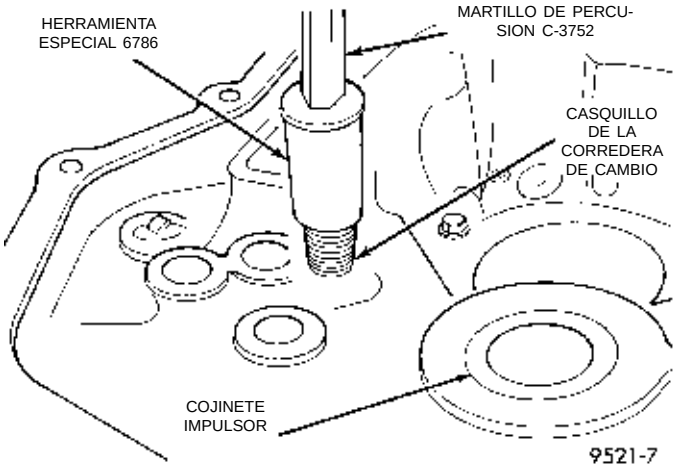

Fig. 133 Desmontaje del casquillo de la corredera de cambio
(1) Enrosque la herramienta Nº 6786 en el casquillo de la corredera de cambio.
(2) Instale el martillo de percusión Nº 3752 en la herramienta.
(3) Retire el casquillo mediante el conjunto de martillo de percusión y herramienta (Fig. 133).